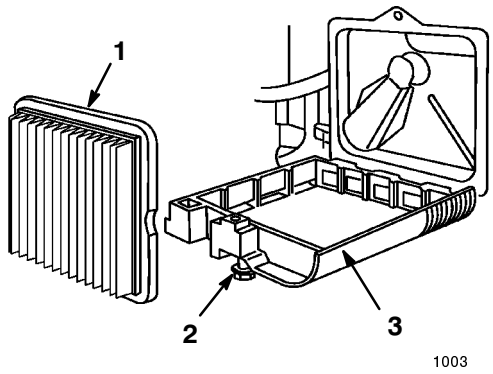

**Figure 22**
3. Loosen the screw that secures the air filter cover to the engine (Fig. 22).
4. Tilt the air cleaner cover down and clean the cover thoroughly (Fig. 22).
5. Remove and discard the paper air cleaner filter (Fig. 22).
6. Remove and discard the paper air cleaner filter (Fig. 22).